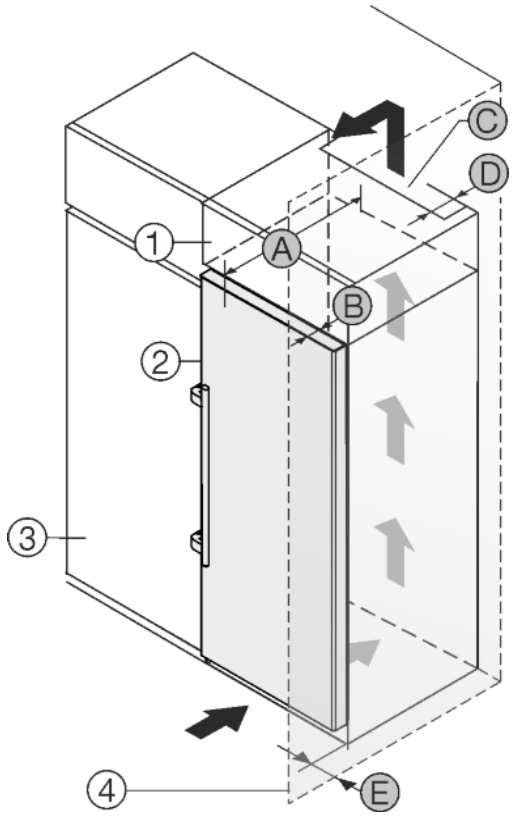

Fig. 20
The appliance can be built into kitchen units. A top cupboard *Fig. 20 (2)* can be added above the appliance in order to bring the appliance *Fig. 20 (1)* up to the height of the fitted kitchen units.
The appliance can be installed right next to the kitchen cabinet *Fig. 20 (3)*. The appliance must stick out by the depth *Fig. 20 (B)* from the front of the cabinet so that the doors can be opened fully. The appliance may protrude further depending on the depth of the kitchen cabinets and whether wall spacers are used.
- There must be a ventilation shaft with the depth *Fig. 20 (D)* at the back of the top cupboard over the entire width of the cupboard.
- The ventilation shaft *Fig. 20 (C)* must be observed under the ceiling.
If the appliance is installed with the hinges next to a wall *Fig. 20 (4)* the distance *Fig. 20 (E)* between the appliance and the wall must be observed. This is how far the handle protrudes when the door is open.